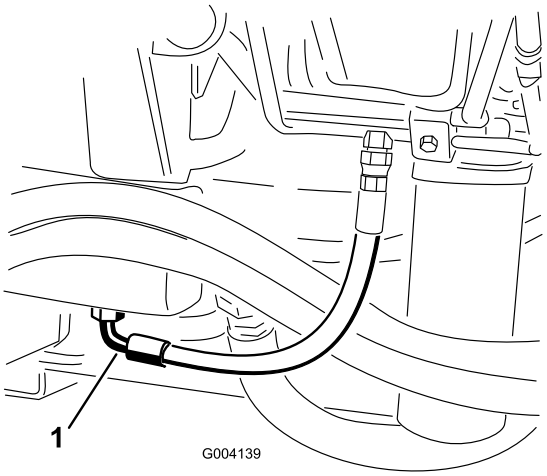

**Figura 69**
2. Coloque un recipiente grande debajo del acoplamiento situado en la parte inferior del depósito de fluido hidráulico (Figura 69).